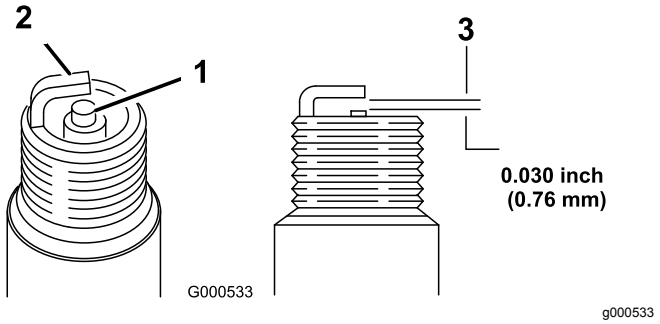

Figuur 32
5. Stel de elektrodenafstand in op 0,76 mm; zie (Figuur 32).